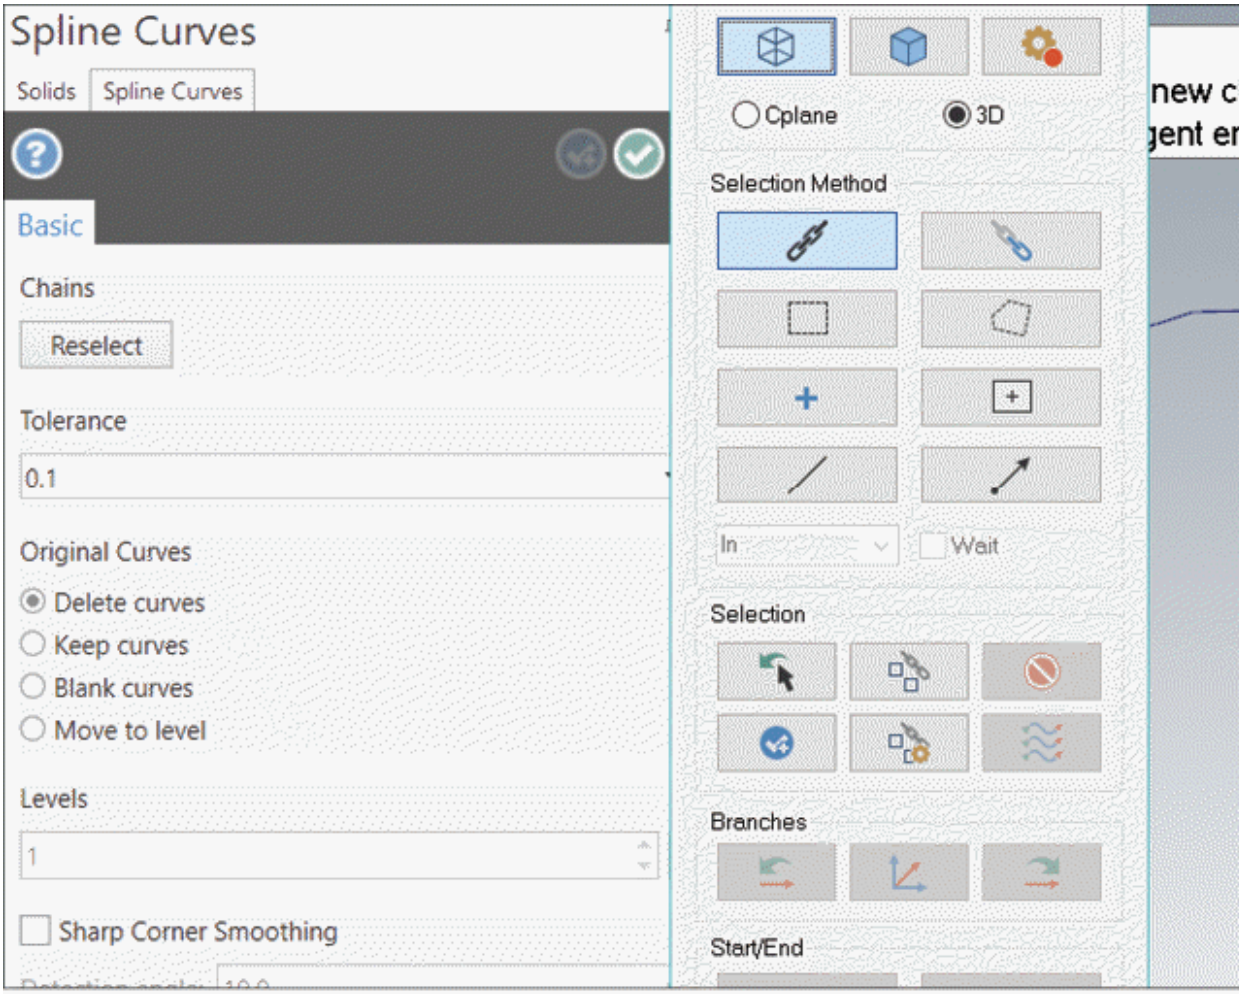

Figure-42. Spline Curves Manager with Wireframe Chaining selection box
- Click on the **Spline From Curves** tool from the **Spline Manual** drop-down in the **Splines** group of **Wireframe** tab in the **Ribbon**. The **Spline Curves Manager** will be displayed with **Wireframe Chaining** selection box; refer to Figure-42.